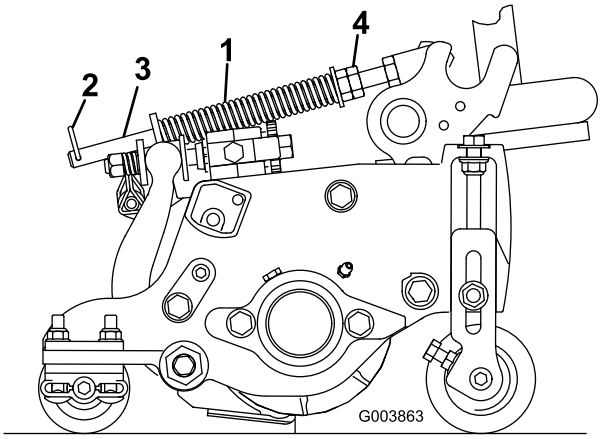

Figur 13
1. Se till att hårnålssprinten sitter i det bakre hålet på fjäderstången (Figur 13).
2. Dra åt sexkantsmuttrarna på fjäderstångens främre ände, tills fjäderns sammanpressade längd är 15,9 cm (Figur 13).